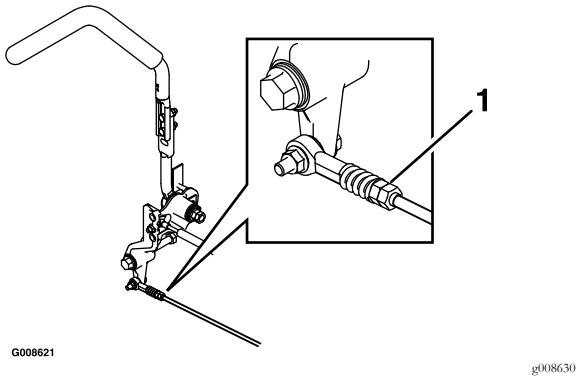

Figure 52
7. Bring the motion control levers into the neutral position. Adjust pump control rod lengths by rotating the double nuts on the rod in the appropriate direction until the wheels slightly creep in reverse (Figure 52). Move the motion control levers to the reverse position and while applying slight pressure to the lever allow the reverse indicator springs to bring the levers back to neutral. The wheels must stop turning or slightly creep in reverse.